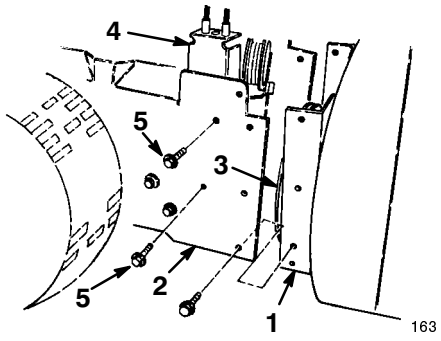

Figure 2
1. Remove the two flange head capscrews that secure the idler pulley assembly to the engine frame, and remove the idler pulley assembly (Fig. 2).
2. Align the auger/impeller housing and the engine frame mounting holes (Fig. 2).
3. Route the impeller belt around the impeller pulley (Fig. 2).
5. Install the idler pulley assembly, aligning the idler pulleys with the belts (Fig. 2).